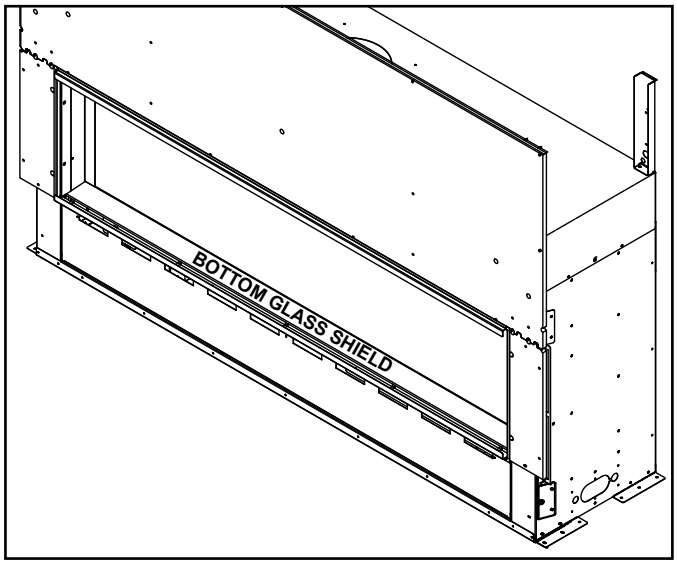

**Figure 11.2 Bottom Glass Shield Location**
2. Remove bottom glass shield. See Figure 11.2.
Remove shipping materials from inside or underneath the firebox. Verify all components are with the fireplace. Unwrap the bottom glass shield and replace in the same location as shown in Figure 11.2.